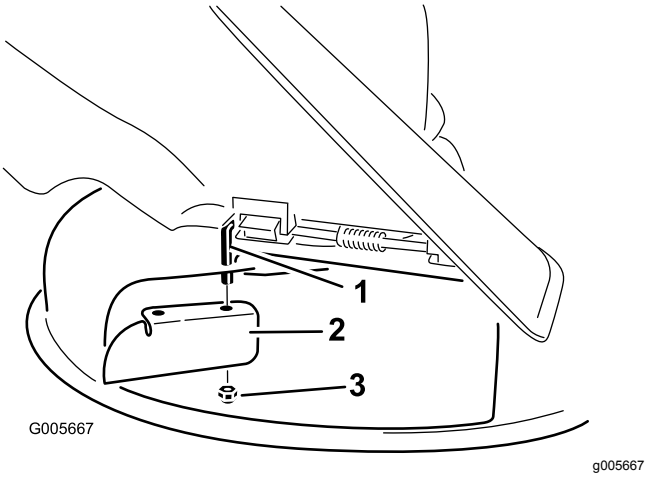

Figur 24
7. Montera kantskärmen på den synliga vridbara stången (Figur 24).
3. Ta bort kantskärmen från klippdäcket (Figur 24).